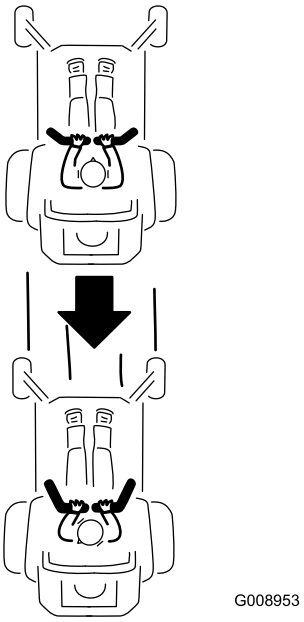

Figur 25
2. Skyv kontrollspakene forsiktig bakover for å gå bakover (Figur 25).